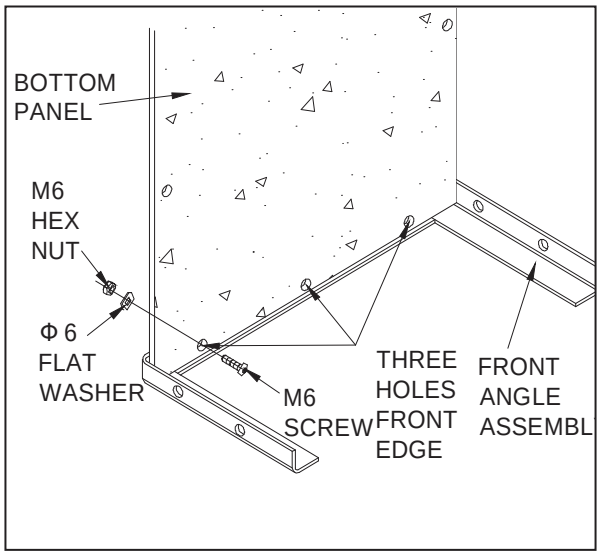

FIGURE 2
1. Lay the front angle assembly down (flat) on floor and stand the bottom panel in position as shown in figure 2.
The bottom panel has one galvanized edge; this is the rear. The front edge has three holes. See figure 2.
2. Line up three holes in bottom panel with holes in front angle assembly. Start three M6X25 screws through bottom panel, then through angle. Secure screws with Φ6 flat washers and M6 hex nuts. **Tighten securely.** See figure 2.